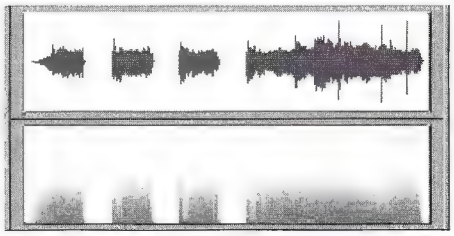

Bild 3: ZZ-Top, „Breakway", CD „Antenna", Störung variabel
- Die sehr schmalbandige Störung hat fast immer eine Frequenz um 15,6 kHz. Es können zusätzliche Pfeifstörungen auftreten, die schwächer sind. Außerdem gibt es Beispiele von etwas breiterbandigen Störungen (Bild 3).
- Die Pegel sind meist konstant im Verlauf der Störung, abgesehen von eventuellen Blenden. In seltenen Fällen läßt sich eine Abhängigkeit vom Nutzsignal erkennen (Bild 3).